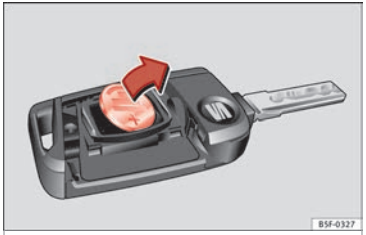

Fig. 119 Vehicle key: removing the battery
- Extract the battery from the compartment using a suitable thin object ››› **Fig. 119**.
- Place the new battery in the compartment as shown ››› **Fig. 119**, pressing in the opposite direction to that shown by the arrow ››› ❗.